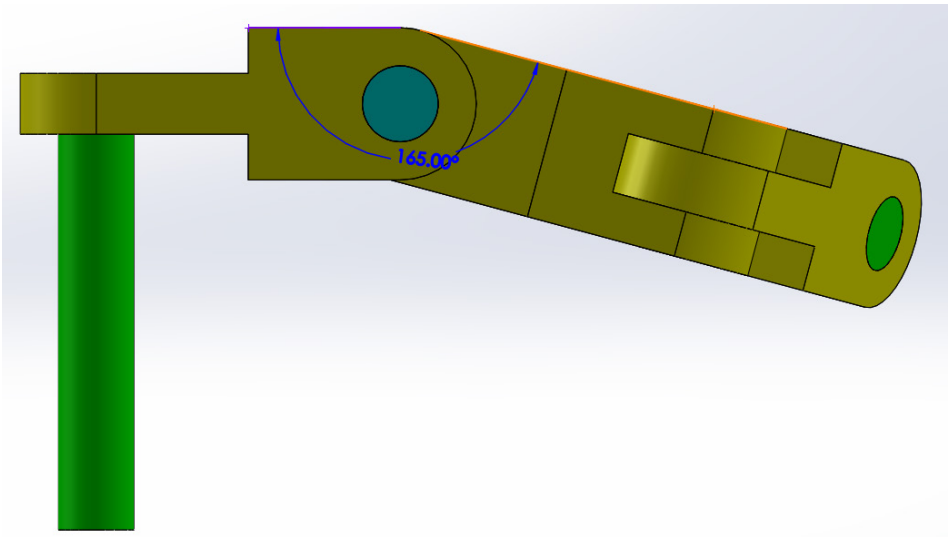

Figure 10 *The arrangement of parts*
3. Now, apply the angle constraint between parts, refer to Figures 10 and 11 for angle dimension.